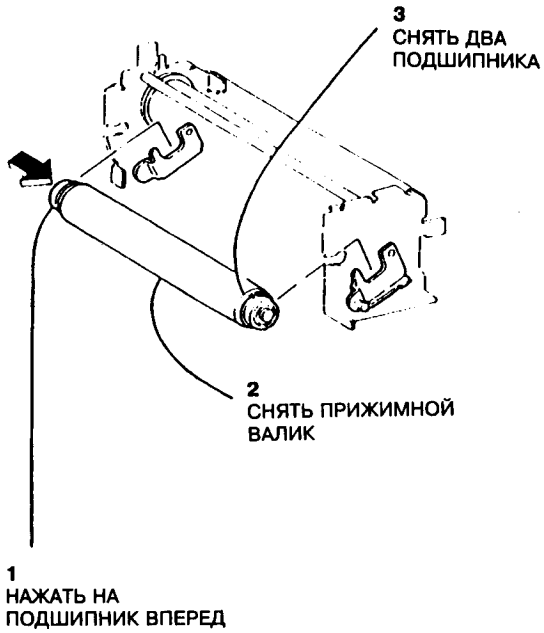

Рис.4 Снятие прижимного валика
9. Снять прижимной валик, нажимая на задний подшипник в направлении передней части машины (рис.4).